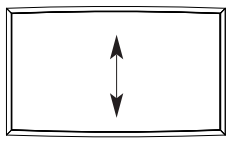

Abb. 2
2. Der Schiebeflügel wird jetzt in den Rahmen gelegt und das untere Lager am Schiebeflügel positioniert. Hierzu kann der Rahmen leicht gespreitzt werden (Abb. 2).